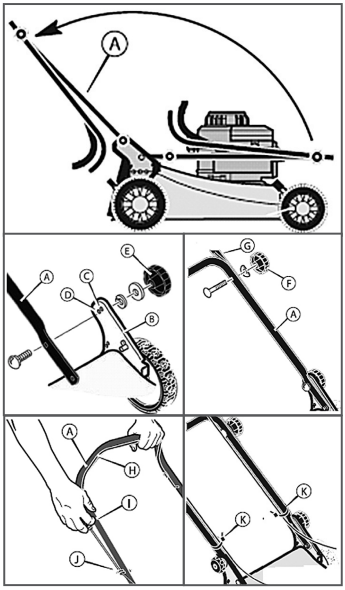

Рис. 3 Сборка газонокосилки
3. Установите нижнюю часть А рукоятки в рабочее положение (Рис. 3).
4. В скобе рукоятки (В) имеется два крепежных отверстия (Рис. 3). Используйте отверстие (С) для крепления рукоятки в верхнем положении. Используйте отверстие (D) для крепления рукоятки в нижнем положении.
5. Закрепите отверстие в любом из отверстий (С) или (D), в соответствии с рисунком. Закрутите зажимы (Е) до фиксации нижней части рукоятки.
6. Снимите зажимы (F) и крепежные элементы с нижней рукоятки (А). Установите верхнюю рукоятку (G) в рабочее положение. Затягивайте зажимы (F) до фиксации верхней и нижней рукояток в соответствующих положениях.
7. Для установки троса ручного стартера, сначала необходимо задействовать рычаг остановки двигателя (Н). Медленно потяните ручку стартера (I) и заправьте трос стартера в направляющую (J).